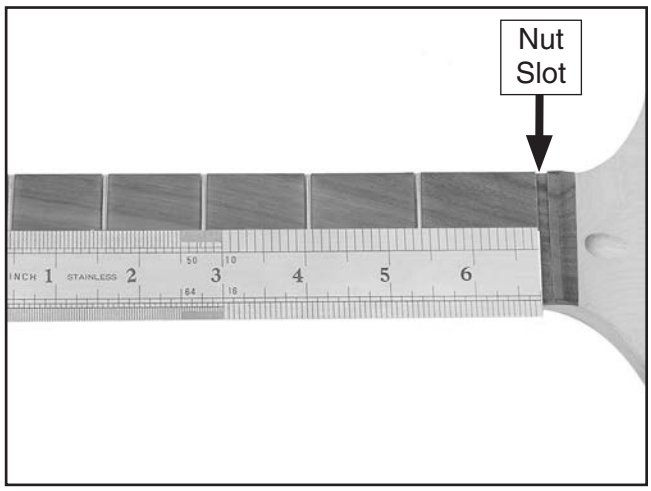
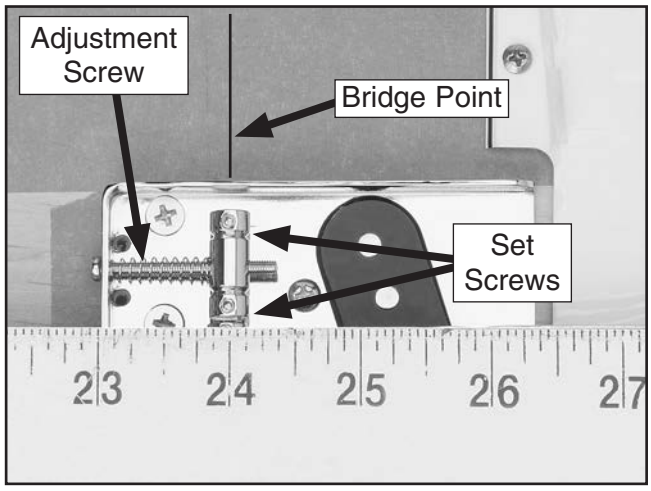

Figure 13. Measuring 25½" from nut along center line.
Figure 14. Bridge point and high E saddle adjustment screw.
9. Using the long straightedge, measure 25½" from the fretboard side of the nut slot (see **Figure 13**) along the center line to the bridge point (see **Figure 14**), and mark this location on the guitar.
10. Using a Phillips head screwdriver, turn the lower saddle adjustment screw so the set screws shown in **Figure 14** are centered over the bridge point.